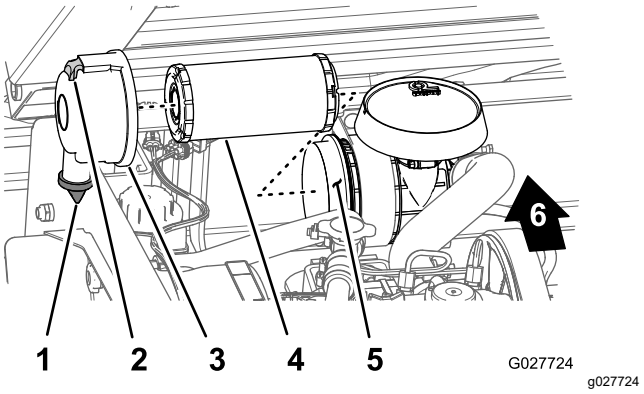

Figur 35
2. Undersök om luftrenarhuset har skador som skulle kunna orsaka en luftläcka (Figur 35).
3. Dra ut spärren och vrid luftrenarkåpan motsols (Figur 35).
5. Skjut försiktigt ut luftfilterelementet ur luftfilterhuset (Figur 35) för att minska den mängd damm som drivs ut.
1. Rengör öppningen till smutsutblåsningen i luftfilterkåpan (Figur 35).
2. Ta bort gummiutloppsventilen från kåpan, rengör håligheten och sätt tillbaka utloppsventilen (Figur 35).
3. Sätt i det nya luftfilterelementet i luftfilterhuset genom att trycka på dess yttre kant för att fästa det i luftfilterhuset (Figur 35).
4. Rikta in luftrenarkåpan mot luftrenarhuset och placera gummiutloppsventilen i nedåtriktat läge – mellan ca klockan 5 och klockan 7 sett från änden (Figur 35).
5. Fäst kåpan på huset med spärrhakarna (Figur 35).